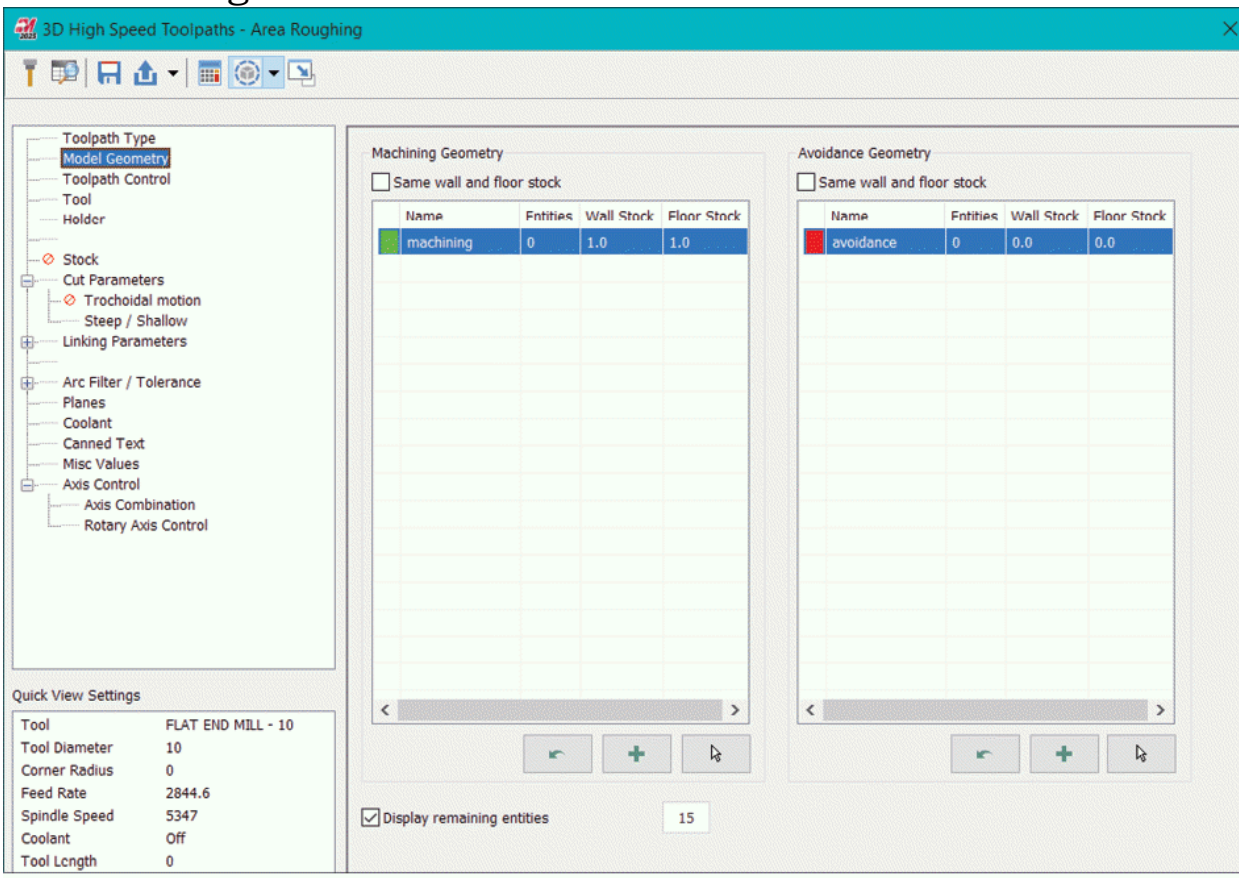

Figure-33. 3D High Speed Toolpaths-Area Roughing dialog box
- Click on the **Area Roughing** tool from the expanded **3D** group in the **Toolpaths** tab of the **Ribbon**. The **3D High Speed Toolpaths - Area Roughing** dialog box will be displayed; refer to Figure-33.